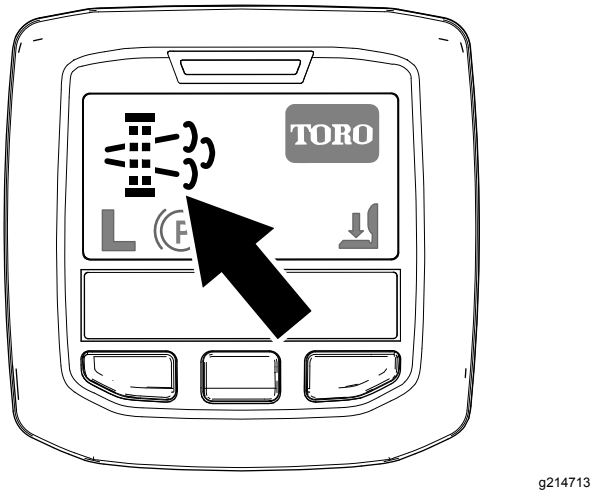

**Figur 30**
- Symbolen för begäran om parkerad regenerering visas i InfoCenter (Figur 30).